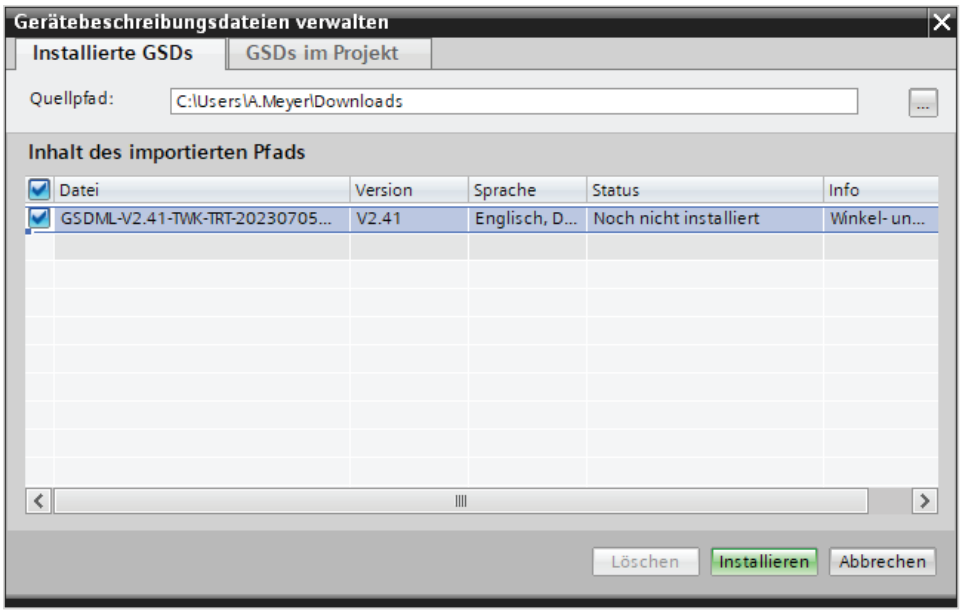

Abb.: 18
- Stellen Sie den Quellpfad ein, wählen Sie die passende GSD- Datei aus und klicken Sie auf installieren (siehe Abbildung 18).